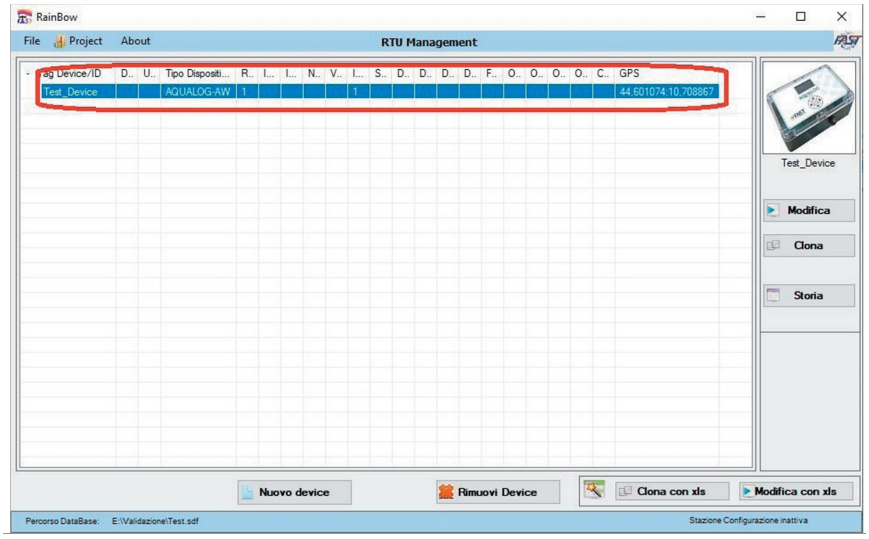

Fig. 8.28. Selezione RTU
3. Selezionare la RTU desiderata (Fig. 8.28).